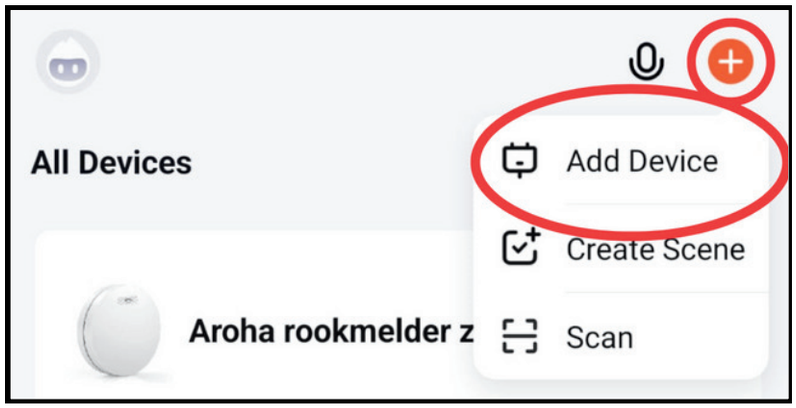

Figur 1: Lägg till enhet i appen
5. Klicka på "**+**" i det övre högra hörnet av appens startskärm. Välj sedan "**Add Device**", som du ser i figur 1. Appen kommer nu automatiskt att leta efter enheter som är i ihopparningsläge. Följ stegen som beskrivs i appen.